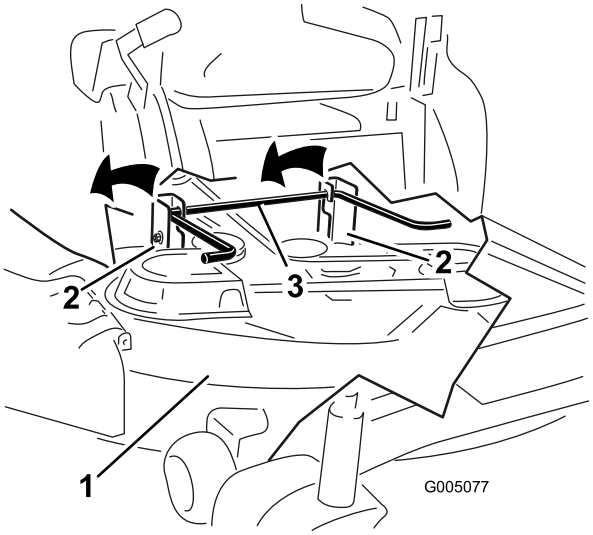

Bild 57
5. Heben Sie das Mähwerk und die Hängeprofile über die hintere Hubstange und senken Sie das Mähwerk vorsichtig auf den Boden ab (Bild 57).
5. Heben Sie das Heck des Mähwerks an und führen Sie die Hängeprofile über die hintere Hubstange (Bild 57).